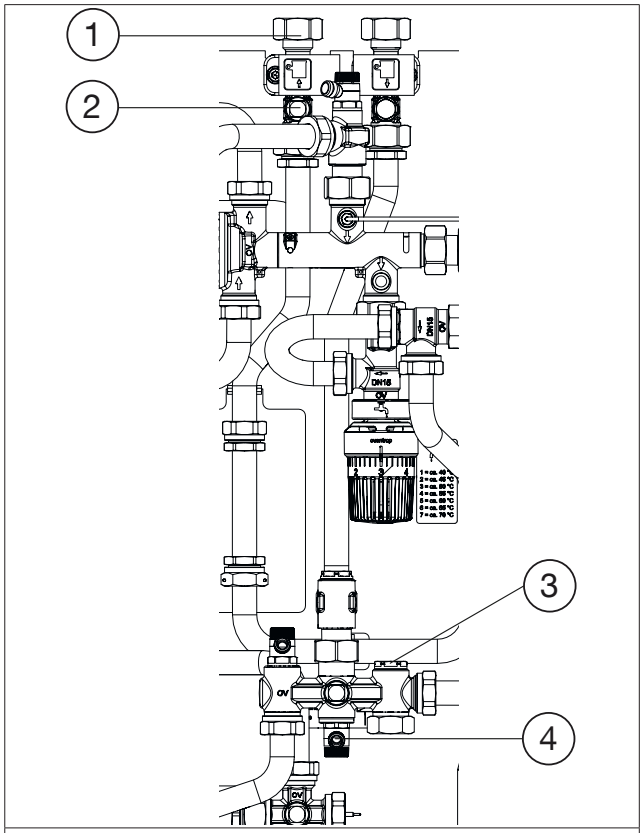

Fig. 9: Démontage des bouchons Regudis W-HTO Duo
3. Dévisser (clé de 22) le bouchon du distributeur (voir Fig. 9).
4. Dévisser (clé de 12) le bouchon d'obturation du corps (voir Fig. 9).